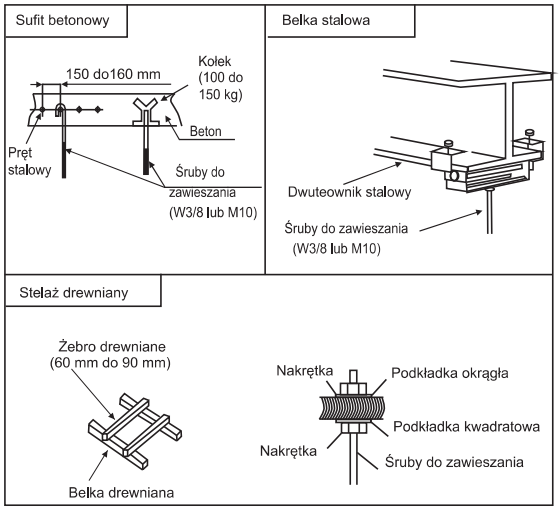

Rys. 3.2.1 Montaż śrub do zawieszania
(1) Wybierz miejsce oraz położenie montażowe jednostki wewnętrznej, uwzględniając kierunek prowadzenia rur, okablowania oraz wymóg zapewnienia odpowiedniej przestrzeni do wykonywania konserwacji.
(2) Zamontuj śruby do zawieszania, jak pokazano na rys. 3.2.1 poniżej.